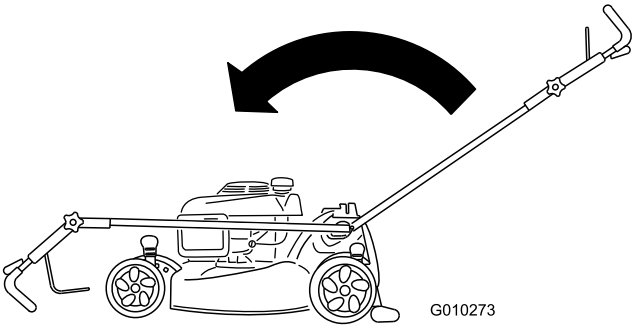

**Figur 51**
2. För handtaget så långt framåt det går och lossa det övre handtagsvredet (Figur 51).